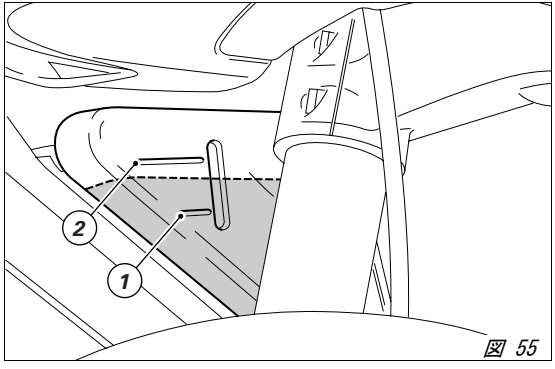

*図 55*
***冷却水量の点検および冷却水の補充*** *（図 55）*